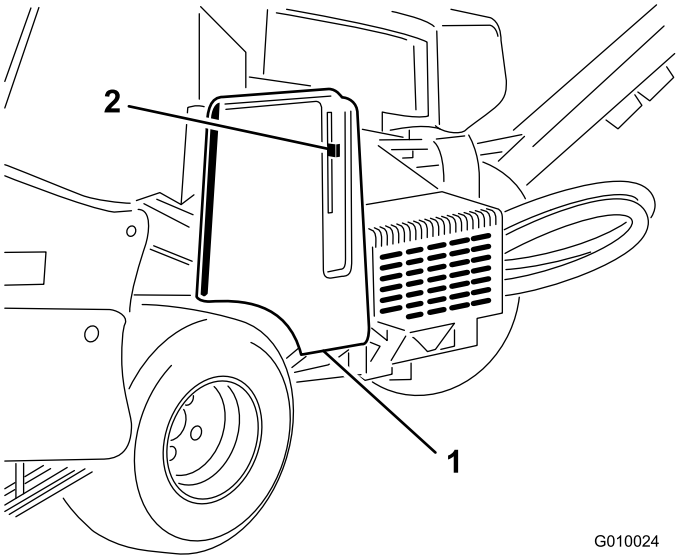

**Figur 17**
2. Lossa och ta bort remkåpan (Figur 17).